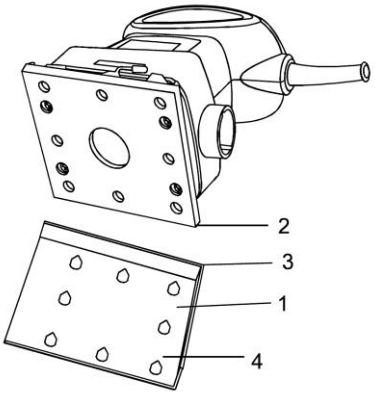

Рисунок 5
2. Установите дырокол (1) на твердой плоской поверхности (рис. 5).
3. Чтобы проделать отверстия в требуемых местах, совместите уголок шлифовального листа (2) с уголком дырокола (3).